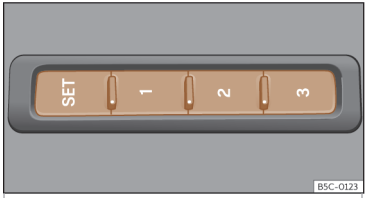

Fig. 110 Sul lato esterno del sedile del conducente: tasti di memoria.
- Premere il tasto **SET** per più di 1 secondo >>> **fig. 110**.